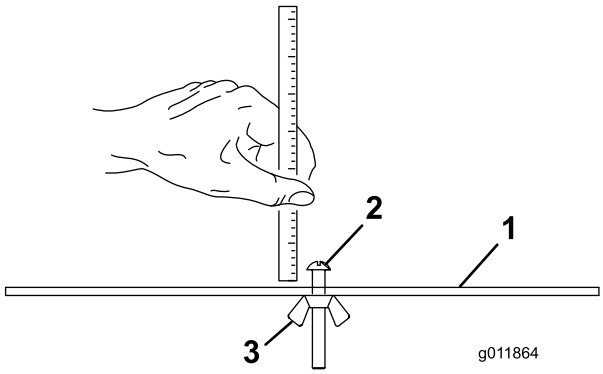

Rysunek 18
2. Poluzuj nakrętkę na pręcie wskaźnika (Rysunek 18) i ustaw śrubę regulacyjną na pożądaną wysokość cięcia. Odległość między spodem łba śruby a powierzchnią czołową pręta stanowi wysokość cięcia.